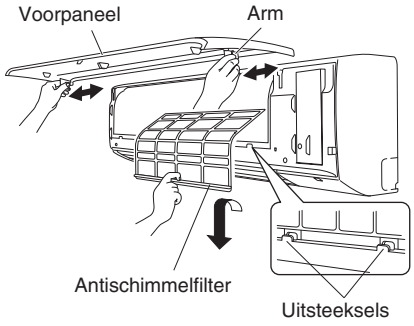

Afb. 3-12
(1) Open het voorpaneel tot dit bijna horizontaal staat, pak de gedeelten bij de armen van het voorpaneel aan beide zijden vast en verwijder het paneel door de armen naar buiten te drukken terwijl u het paneel naar uzelf toetrekt. Als het voorpaneel moeilijk loskomt, kunt u proberen beide uiteinden vast te pakken en het paneel iets op te tillen. Schuif het paneel naar links om de linkerarm los te maken en vervolgens naar rechts om de rechterarm los te maken. (Afb. 3-12)
(2) Til het antischimmelfilter iets op om dit los te maken van de uitsteeksels aan de unit en trek het filter naar beneden om het los te maken. (Afb. 3-12)